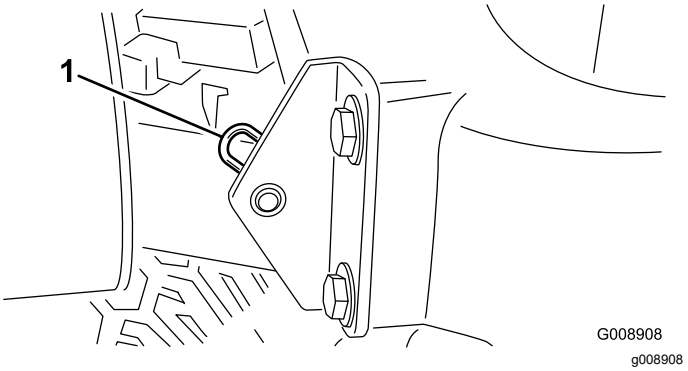

Figuur 43
2. Verwijder de R-pen waarmee het draaipunt van de motorkap aan de montagebeugels is bevestigd (Figuur 43).